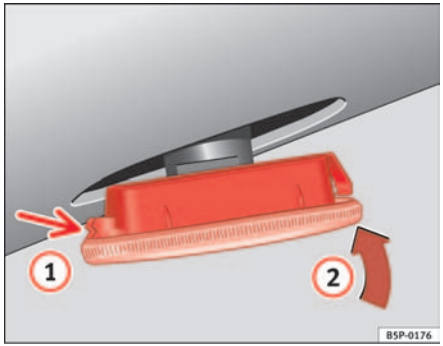

Fig. 191 Indicator
- First place the indicator in the opening in the bodywork, fixing the tabs ⇒ fig. 191, arrow (1).
- Insert the lamp as shown by the arrow (2) ⇒ fig. 191. ■